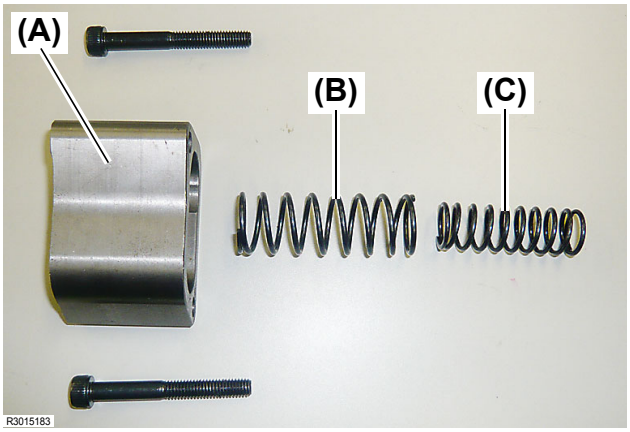

Fig. 13
8. There are two (2) springs **(Fig. 13, (B), (C))** in the spring case **(Fig. 13, (A))**.